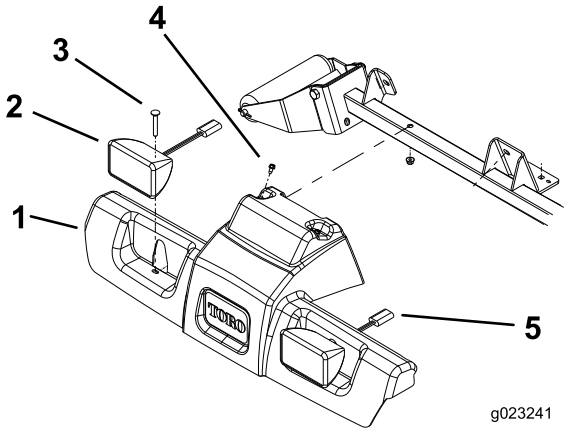

Figure 36
13. Position the platform shroud on top of the frame (Figure 36).
14. Plug the light-kit wiring harness connectors into the shroud headlights (Figure 36).
15. Secure the shroud and the headlights to the frame with the 2 carriage bolts and nuts you removed previously(Figure 36).